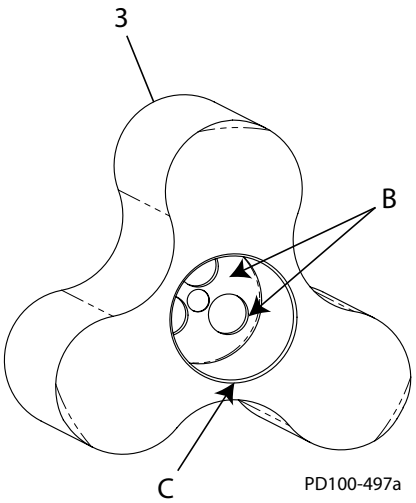

Afbeelding 55 - Rotor
1. De asbinnenwand van de rotors (Afbeelding 55, item 3) moet schoon zijn en mag geen bramen of vuil bevatten (Afbeelding 55, item B). De hoekafronding (item C) mag geen bramen bevatten anders zal dit de o-ringen beschadigen.